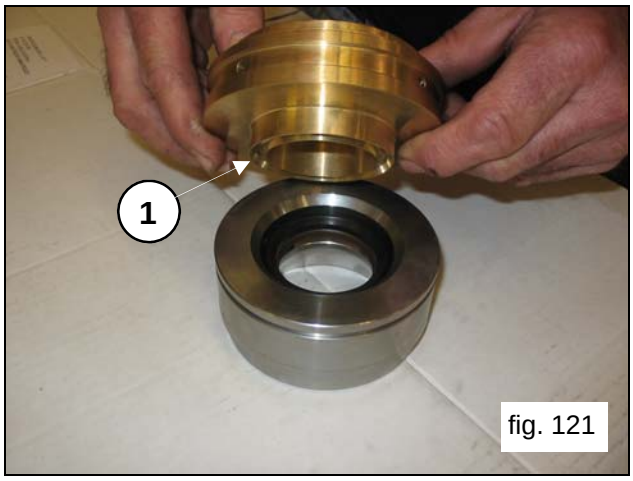
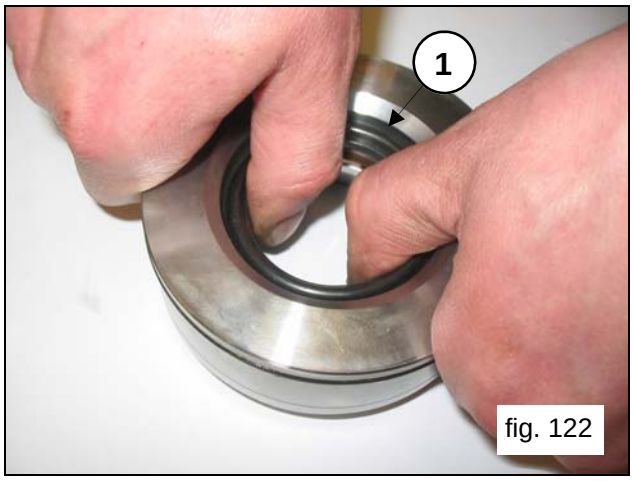

fig. 121
fig. 122
Separate the packing support from the liner (pos.①, fig.121) to access the pressure packings (pos.①, fig.122).